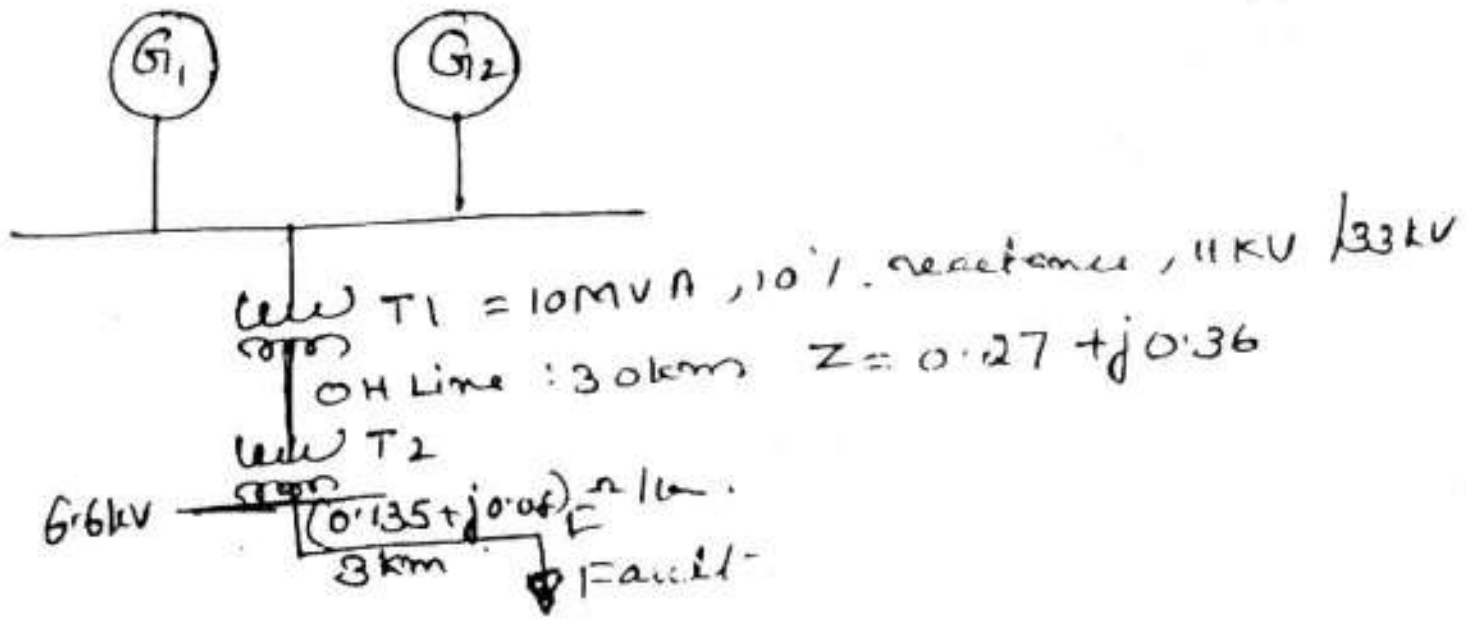

Fig. Q3 (b)
b. For the radial network shown in Fig. Q3 (b) a 3 phase fault occurs at point F. Determine the fault current. choose the generator ratings as base values: